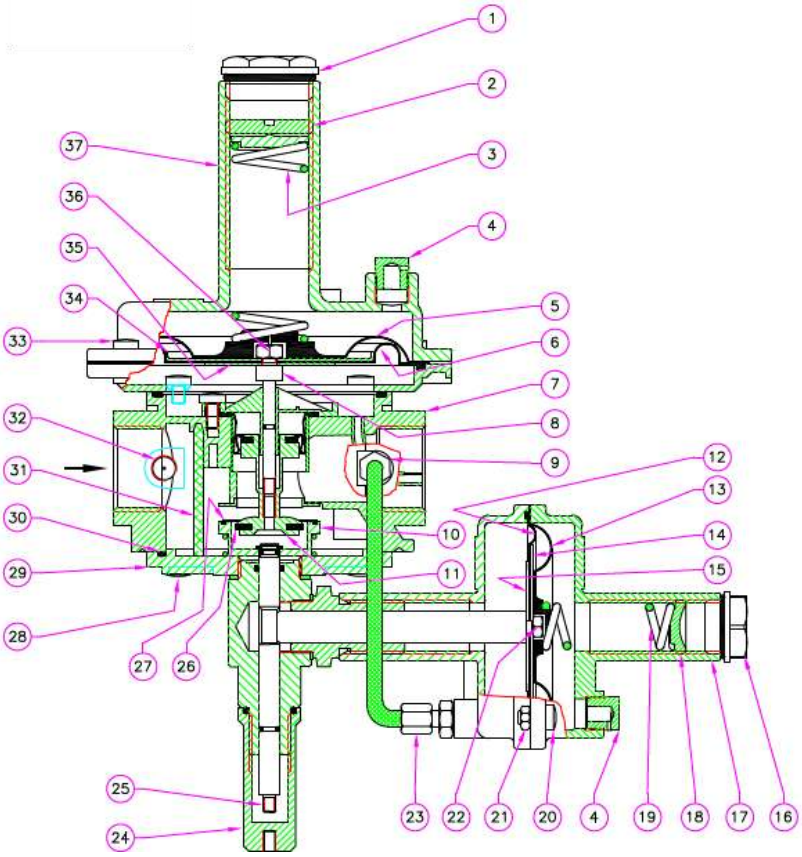

Рис. 1
Регулятор (рис. 1) алюминивая крышка (1); регулировочный винт выходного давления (2); пружина настройки выходного давления (3); крышка с отверстием (4); защитная мембрана регулятора (5); рабочая мембрана регулятора (6); корпус (7); стержень обтюратора (8); соединительная трубка (9); раструб обтюратора (10); затвор (11); рабочая мембрана ПЗК (12); защитная мембрана ПЗК (13); диафрагма верхнего диска (14); нижний диск мембраны ПЗК (15); пластиковая крышка (16); воронка ПЗК (17); регулировочный винт ПЗК (18); пружина настройки ПЗК (19); винт крепления воронки ПЗК (20); гайка М5 (21); блокировка мембраны гайки (22); соединения трубки (23); защитный колпачок рукоятки взвода (24); рукоятка взвода регулятора (25); уплотнительная шайба (26); уплотнительное кольцо (27); нижние крепежные винты (28); нижняя крышка регулятора (29); нижнее уплотнительное кольцо (30); фильтрующий элемент (31); заглушка (32); винты крепления воронки регулятора (33); верхний диск мембраны регулятора (34); нижний диск мембраны регулятора (35); гайка крепления мембраны (36); воронка регулятора (37).